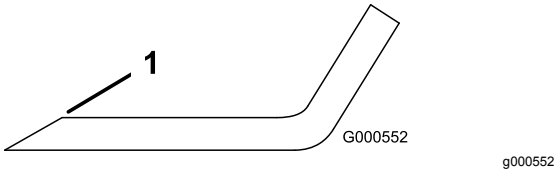

Figure 78
1. Au moyen d'une lime, aiguisez les tranchants aux deux extrémités de la lame (Figure 78).
Remarque: Si la lame est déséquilibrée, limez un peu l'extrémité de l'ailette seulement (Figure 78).